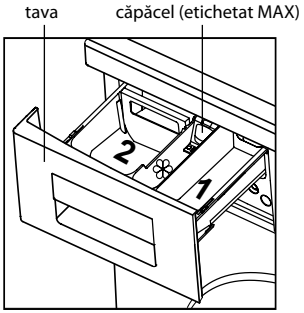
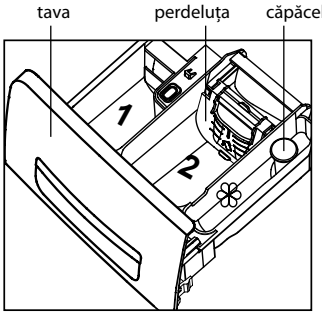
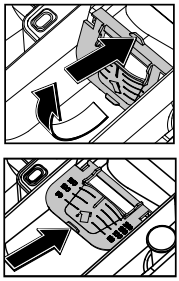

Figura 14
Figura 15
Figura 16
6.2.6 Înainte de a utiliza detergenti sub formă de pulbere în tava așa cum se arată în Figura 15, trebuie să deschideți declanșatorul așa cum se arată în Figura 16: apăsați pe fila pe ea și transferati-o în poziție orizontală, apoi împingeți pana la capat în direcția indicată de săgeată.
6.2.7 Când alegeți funcțiile suplimentare , , se recomandă să utilizați numai detergenți praf, care sunt plasate în împărțiturile 1 și 2, în conformitate cu Figura 14, 15.
În mașina cu o tavă așa cum se arată în Figura 15, înainte de a utiliza detergentul lichid este necesar a transfera declanșatorul în poziție verticală: împingeți-l spre sine pana se oprește și lasati.
6.2.9 Supradozajul substanțiilor de tratament special în împărțitura ❀ (mai sus de MAX marcat pe capac așa cum se arată în Figura 14 sau eticheta de pe partea laterală a împărțiturii, în conformitate cu Figura 15), precum și intrarea lor în împărțitura vecină reduce calitatea de spălare.